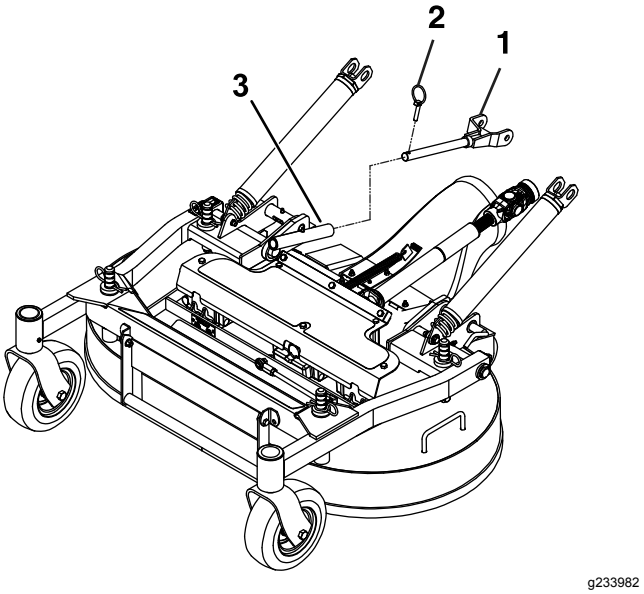

**Figure 70**
7. Retirez les goupilles à anneau à l'avant des bras de poussée, de chaque côté de la machine (Figure 70).
6. Fixez les bras de poussée sur les côtés gauche et droit de la machine avec des goupilles à anneau (Figure 70).